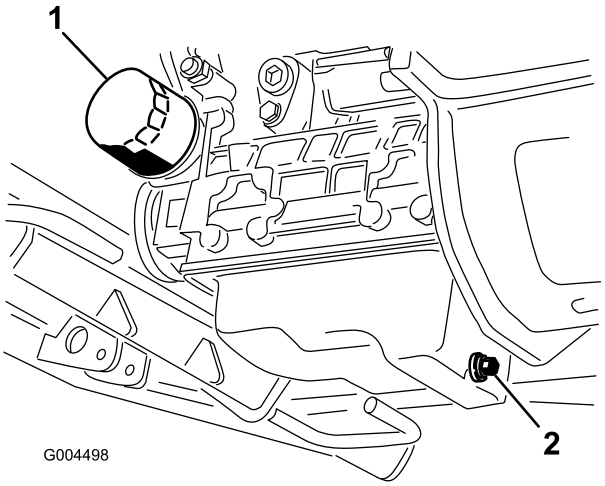

Figur 41
3. Placera ett avtappningskärl under oljekärlet och i linje med avtappningspluggen (Figur 41).
6. Ta bort och byt ut oljefiltret (Figur 41).